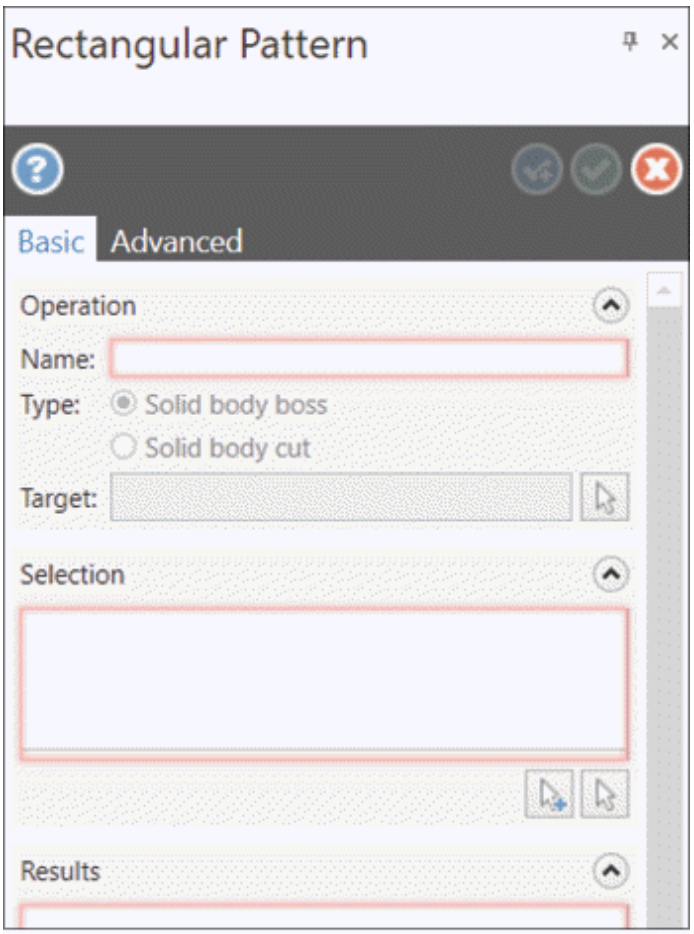

Figure-40. Rectangular Pattern Manager
- Click on the **Rectangular Pattern** tool from the **Create** group in the **Solids** tab of the **Ribbon**. The **Rectangular Pattern Manager** will be displayed; refer to Figure-40 and you will be asked to select target body on which pattern will be created.